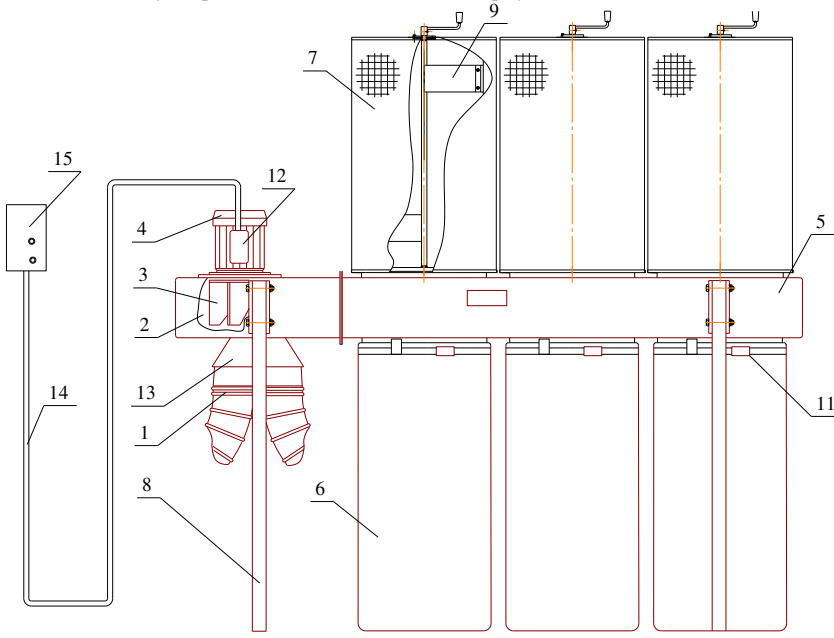

Рис. 2
6.2.8 Подключение установки к электросети (рис.2) при этом: